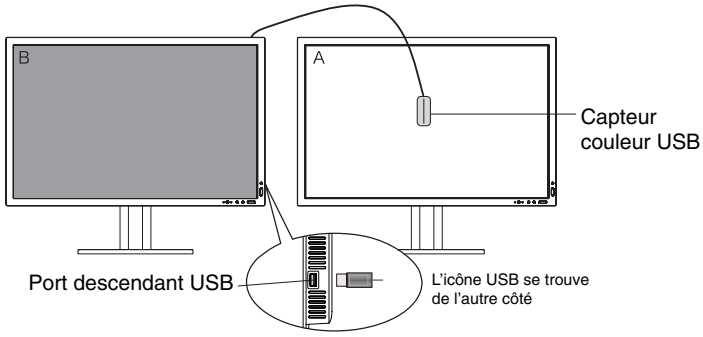

Figure C.1
4. Lors de la procédure, on vous demandera de placer le capteur de couleur USB au centre du panneau d'affichage (**Figure C.4**). Inclinez le panneau d'affichage d'environ 5° vers l'arrière et placez le capteur de couleur USB au centre du panneau d'affichage **(Figure C.1)**.